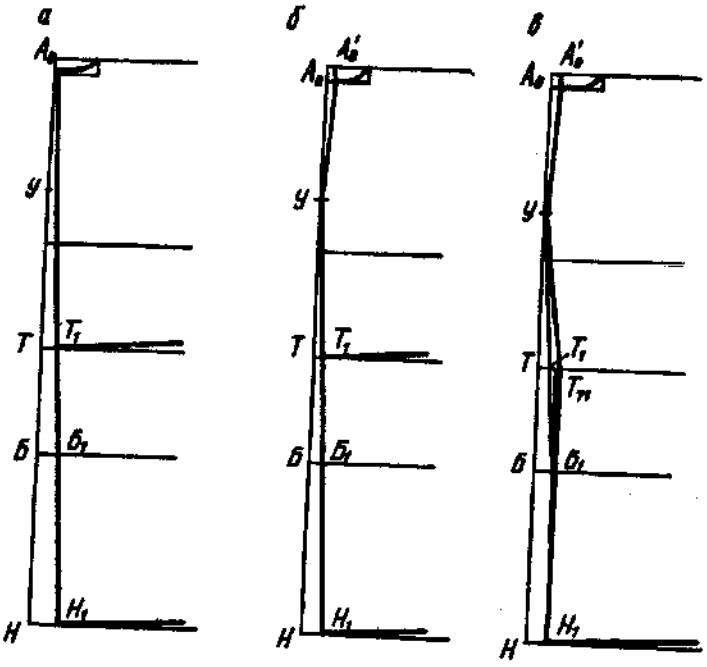

Рисунок 5.3 – Варианты оформления средней линии спинки
Величины отведений $ТТ_1$ средней линии спинки на уровне талии принимаются следующими (рисунок 5.3):
- для прямого силуэта: в изделиях с разрезной спинкой (рисунок 5.3, б) без вытачек на линии талии отведение составляет 1,0 см; в изделиях с неразрезной спинкой (рисунок 5.3, а) без вытачек на линии талии -1,5 см;
- для полуприлегающего силуэта в изделиях с разрезной спинкой (рисунок 5.3, б): с вытачками по линии талии - 1,0 см; без вытачек- 1,5 см.
- для полуприлегающего силуэта в изделиях с неразрезной спинкой (рисунок 5.3, а): с вытачками по линии талии - 1,5 см; без вытачек - 2,0 см;
- для прилегающего силуэта в изделиях с разрезной спинкой (рисунок 5.3, в): с вытачками на линии талии - 1,5 см;
- для прилегающего силуэта в изделиях с неразрезной спинкой (рисунок 5.3, а): с вытачками по линии талии - 2,0 см.